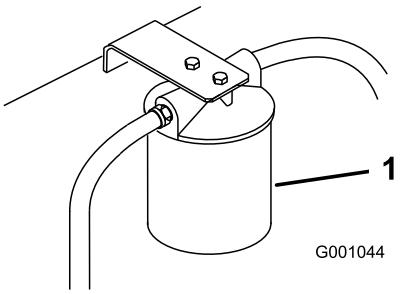

Figuur 70
4. Plaats een opvangbak onder het filter. Verwijder het oude filter en veeg de pakking van het filtertussenstuk schoon (Figuur 70).